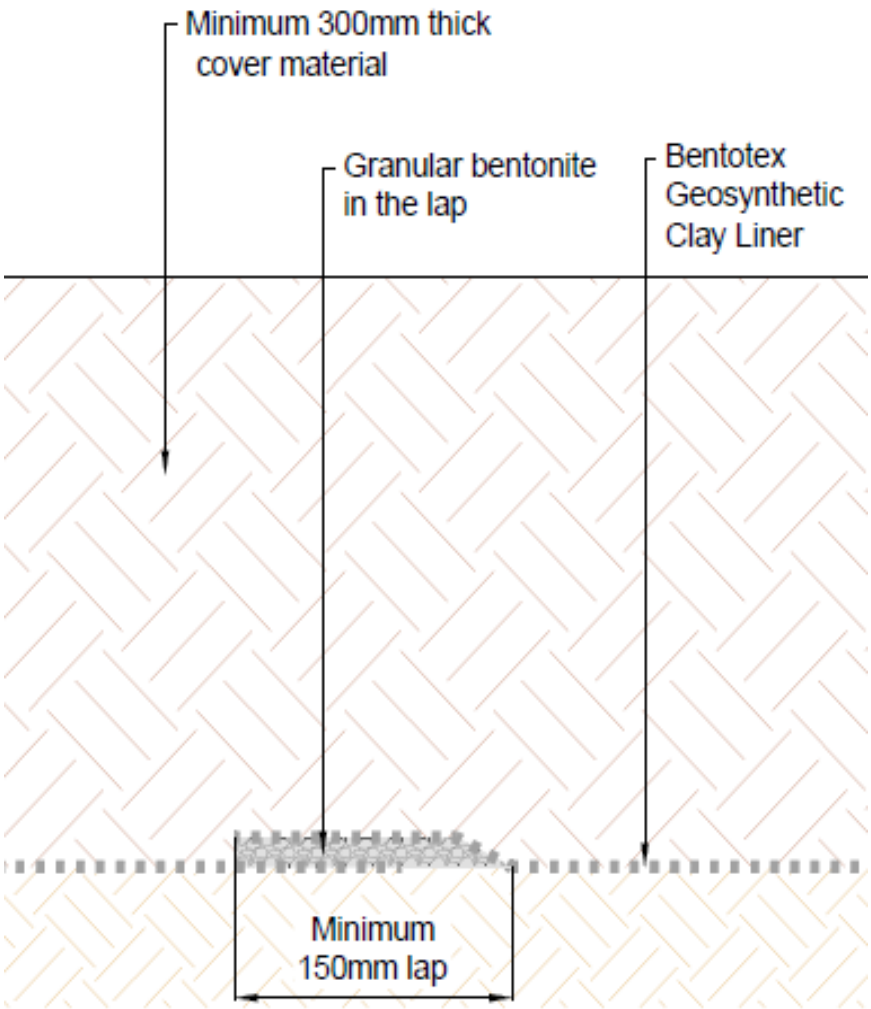

Figure 3. Bentonite-Enhanced Overlapped Seam
7.4 Bentonite-enhanced seams are constructed first by overlapping the adjacent panels as instructed previously, then exposing the underlying edge, and then applying a continuous bead or fillet of granular sodium bentonite (supplied with the GCL) along a zone defined by the edge of the underlying panel and the 150mm line (Figure 3). The minimum application rate at which the bentonite is applied is 0.4 kg/m.